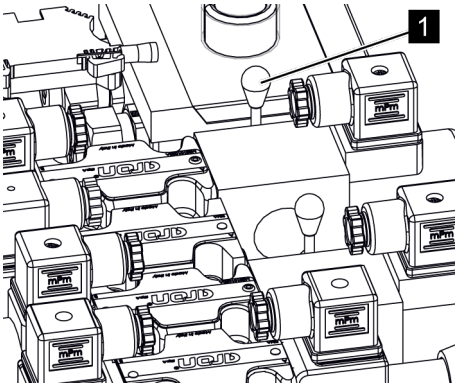

Fig. 84: Unscrew emergency hand activator
5. *Unscrew and remove the emergency hand lever (*Fig. 84*/1) of the crawler chassis valve.*